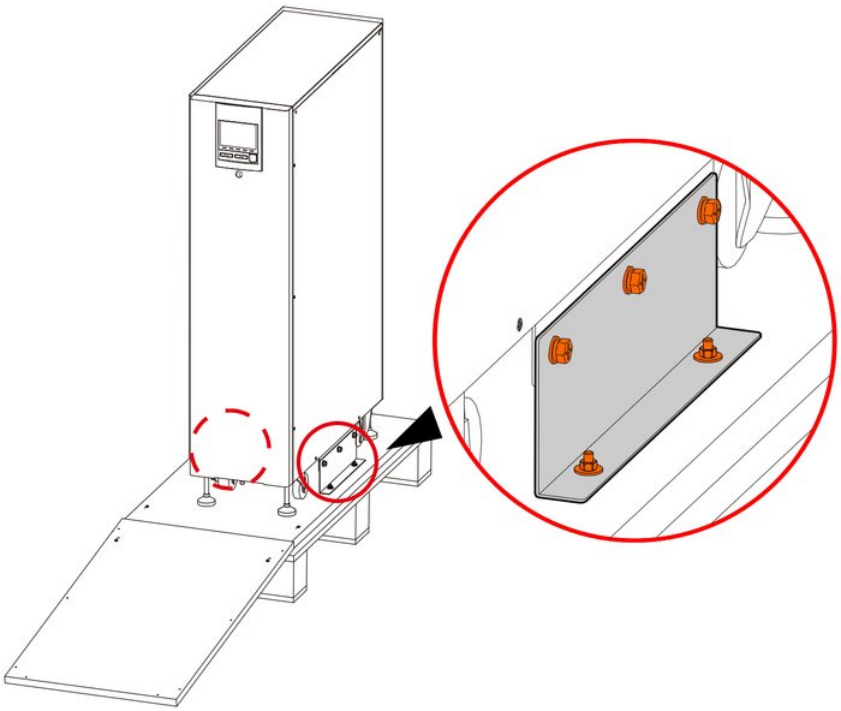

FIGURE 3-4 Bolts position
6. After checking, use a socket wrench to remove the bolts that fix the UPS supporting plate to the wooden base (bolt positions as shown in Figure 3-4), then remove the supporting plate.